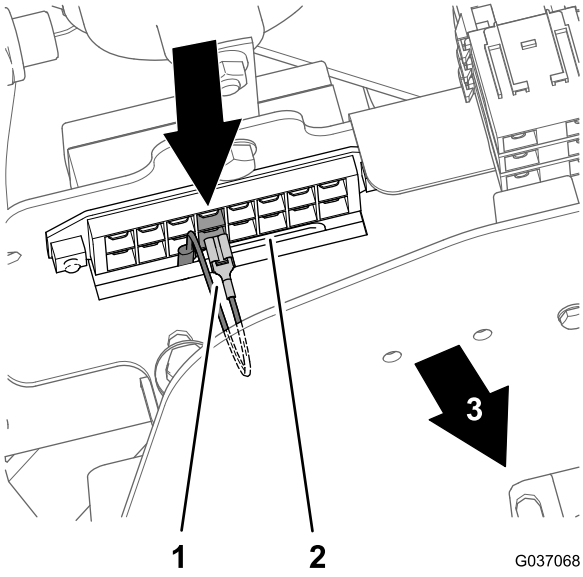

Figura 35
- Modelos 30654, 30657 e 30659 – 4.ª posição de fusível a contar da esquerda (Figura 35)